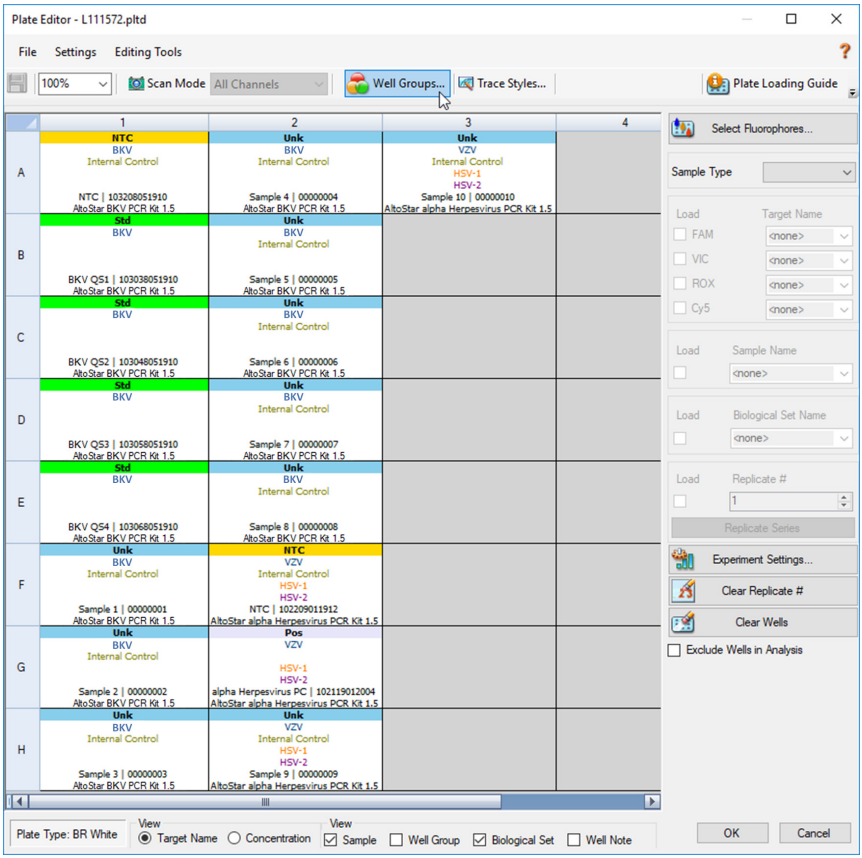

Figure 1: Boîte de dialogue Plate Editor (Éditeur de plaque)
1. Dans la fenêtre Data Analysis (Analyse des données), cliquez sur le bouton **Plate Setup** (Configuration de la plaque) dans la barre d'outils et sélectionnez **View/Edit Plate** (Afficher/Modifier la plaque). La boîte de dialogue Plate Editor (Éditeur de plaque) s'affiche (voir la figure 1).